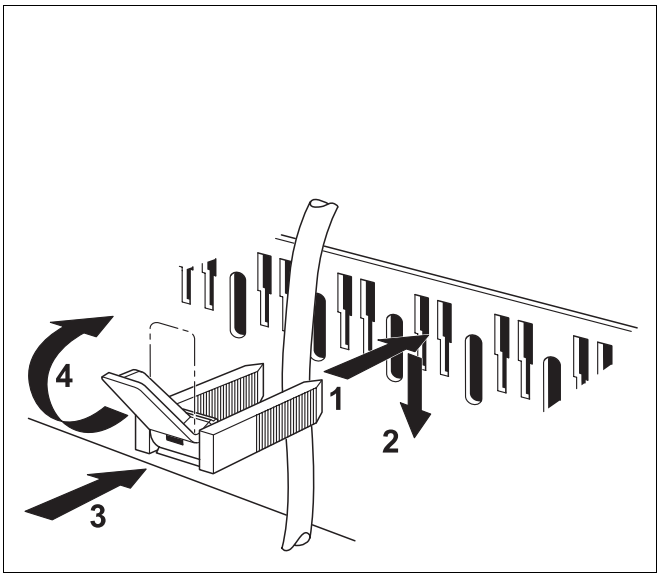

Afb. 66 Beveilig de leiding met kabelklemmen
- Beveilig alle leidingen met kabelklemmen (afb. 66):
– Plaats de kabelklem met de ingelegde leiding langs boven in de sleuf van het klemmenframe (afb. 66); de hendel moet daarbij naar boven wijzen (afb. 66, stap **1**).
– Schuif de kabelklem naar onder (afb. 66, stap **2**).
– Druk tegen (afb. 66, stap **3**).
– Kantel de hendel naar boven (afb. 66, stap **4**).